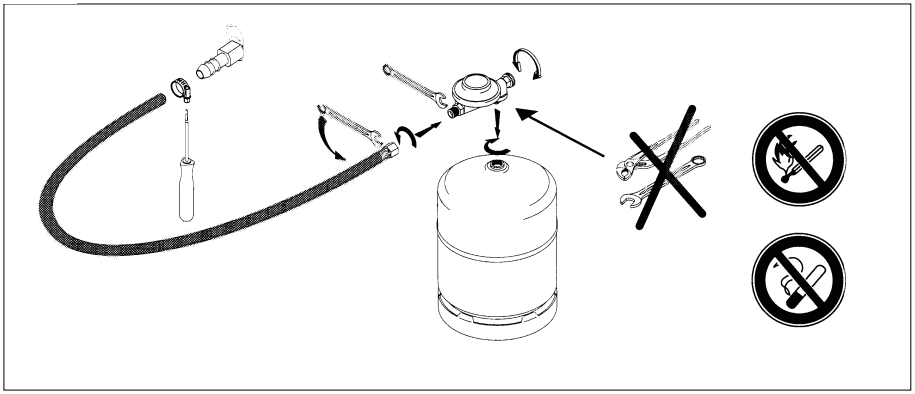

Figura 9.
10.4.2.Allacciamento di una bombola con valvola di ritegno interna a sfera (Figura 9.)